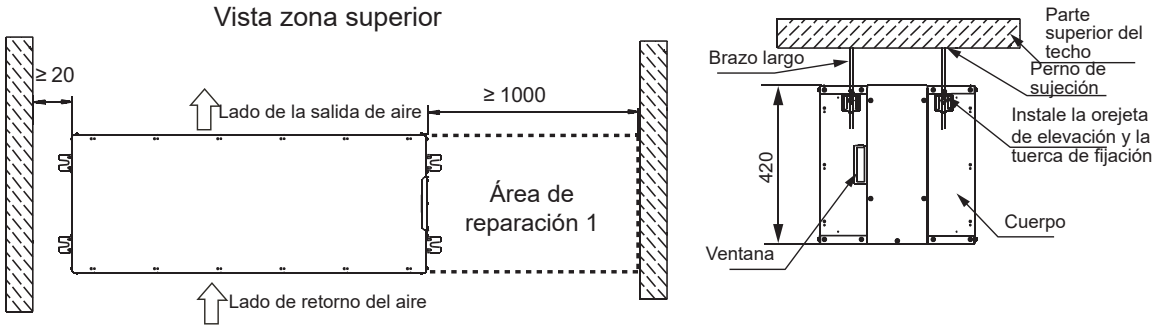

Figura 1
- Reserve una zona de reparación (como se muestra en la Figura 1) para poder sustituir y reparar el Kit Puro-Air y las lámparas. El Kit Puro-Air puede instalarse en el espacio disponible sin tener en cuenta la dirección de la salida del aire. Una vez instalado el Kit Puro-Air, utilice materiales aislantes en su superficie para evitar que se forme condensación.